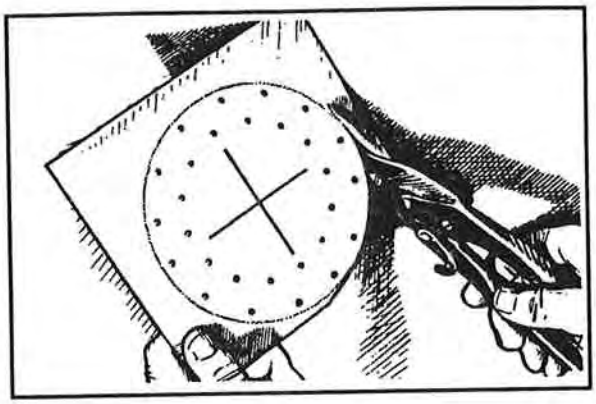

Figure 8-30. Trimming a patch using aviation shears
- Bevel the outer edge of the patch 45° if it is an overlay (scab) patch, and turn down the edge 5°-10° (Figure 8-30).